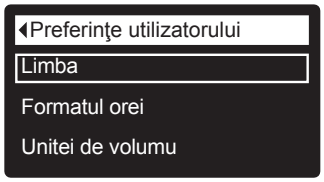

FIG. 58
3. Apăsaţi SELECT (⬭), pentru a afişa meniul preferințelor utilizatorului (fig. 58).
7. Apăsaţi SELECT (⬭). Afișajul va reveni la meniul preferințelor utilizatorului (fig. 58